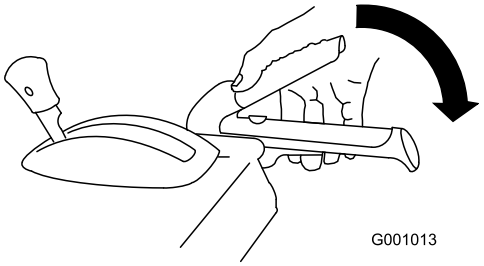

Figur 37
2. Aktivera matarskruv-/impellerspaken och håll den på plats (Figur 37).